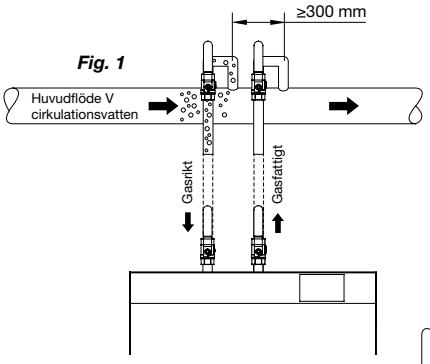

*Fig. 1*
- Ledningens avstick till avgasaren ska förses med avstängnings-ventiler. Avståndet mellan anslutningspunkter ska vara minst 300 mm (*Fig. 1 och 2).*